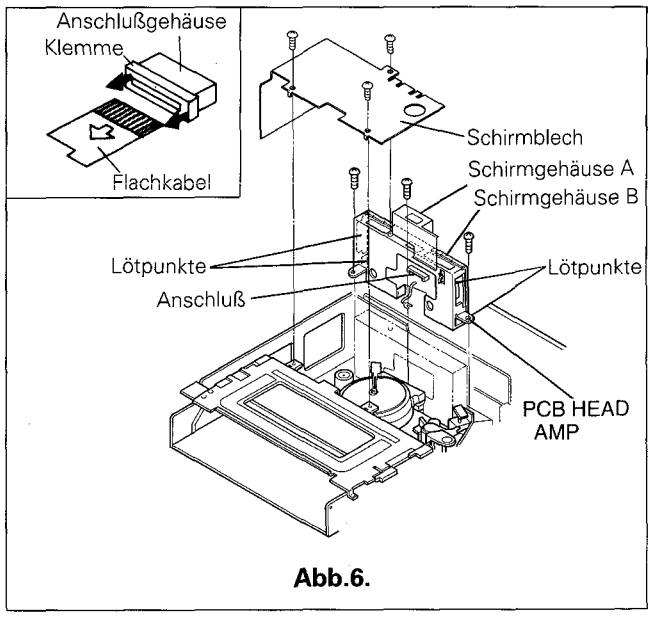

Abb.6.
B. Entfernen Sie die drei Schrauben (ⓐ ~ ⓒ) und die Abschirmplatte. Siehe abb.6.
D. Lösen Sie den Klemmkontakt am Stecker c und ziehen Sie das Flachkabel vorsichtig heraus. Siehe Abb. 6
G. Für die Reparatur an der Bestückungsseite entlöten Sie die fünf Massepunkte an Abschirmung und entfernen diese. Siehe Abb.6.